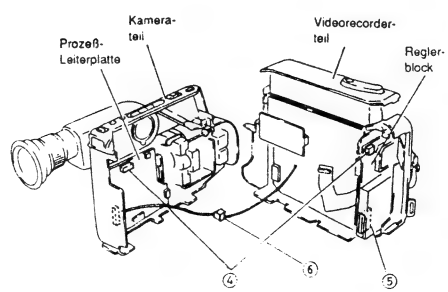

Abb. 2-13
4) Zwei (2) Stecker (CN515, CN903) auf dem Reglerblock und der Prozeß-Leiterplatte abtrennen (siehe Abb. 2-13).
5) Ein (1) Flachkabel (CN1216) von dem Reglerblock abtrennen.